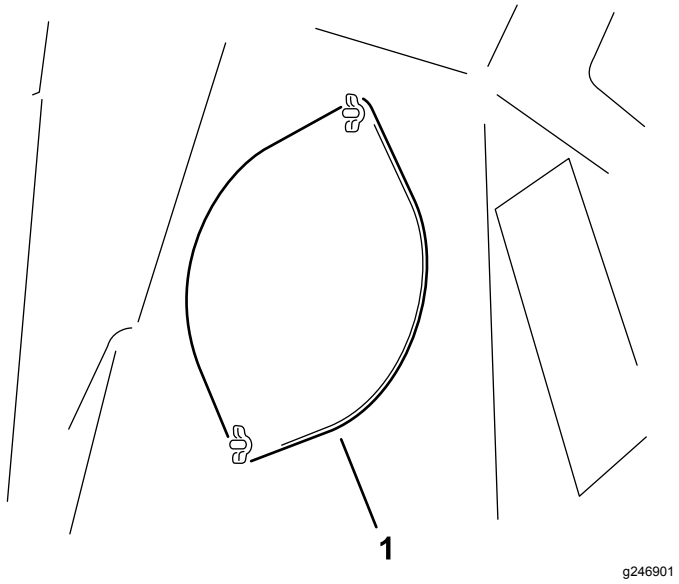

Figura 31
3. Allentate i 2 dadi ad alette che fissano la piastra di accesso (Figura 31).